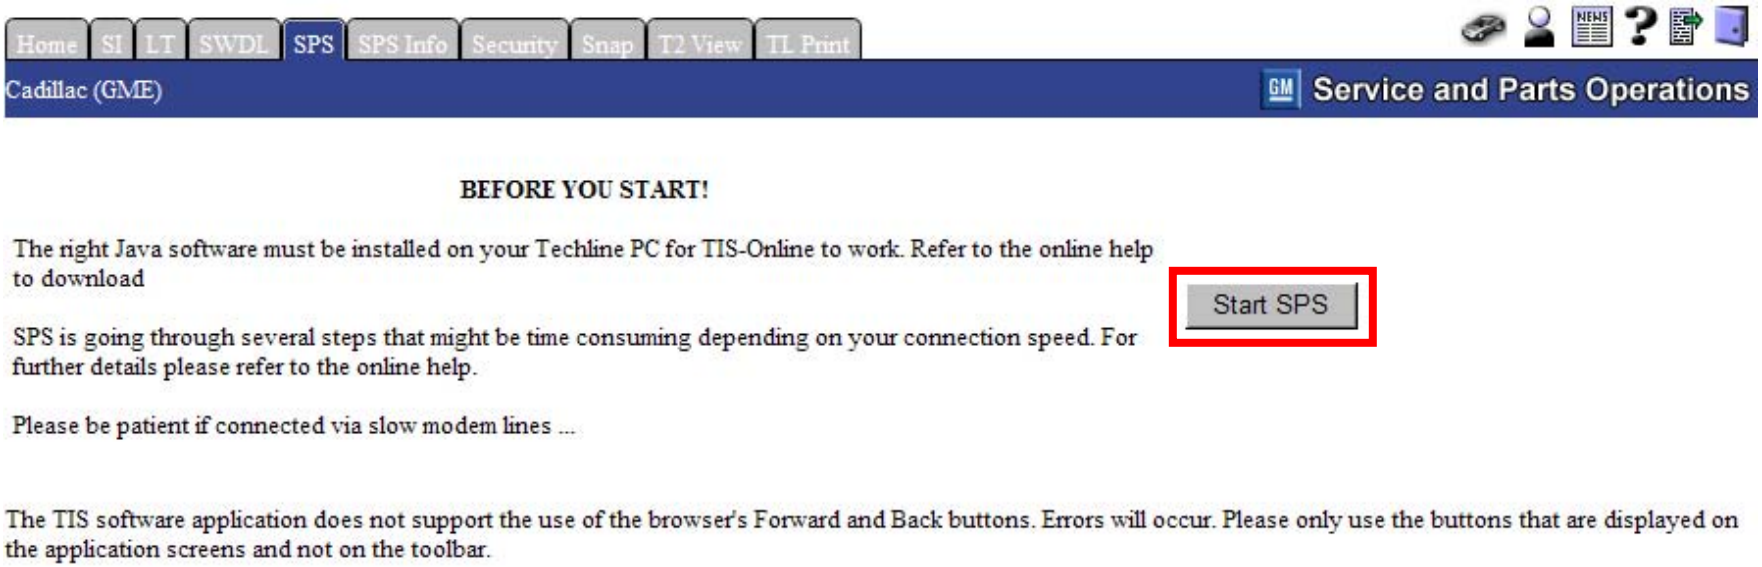

FIGURE IV-8.
- SPS software version will appear on the screen. (Figure IV-8). If hardware screen does not appear, check software connections. This process could take some time depending upon you internet connection.